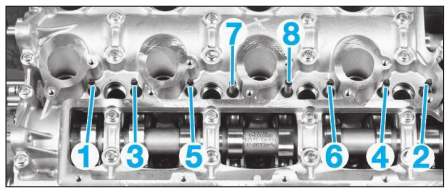

**Fig. 56**
- les colonnettes de fixation des injecteurs dans l'ordre indiqué **(Fig.56)**,